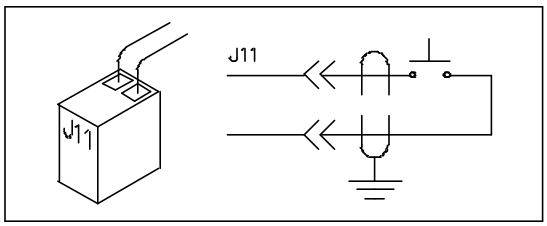

Figure 10-1 Remote Key Connection
The indicator provides connections for one remote key or momentary switch closure. Closing the connection will initiate the pre-selected remote operation. The remote key connection is located on connector J11. See figure 10-1.
4. Refer to Table 10-1, Remote Key Selections, determine the required function for your remote key application. See figure 10-1 for Remote Key connections.